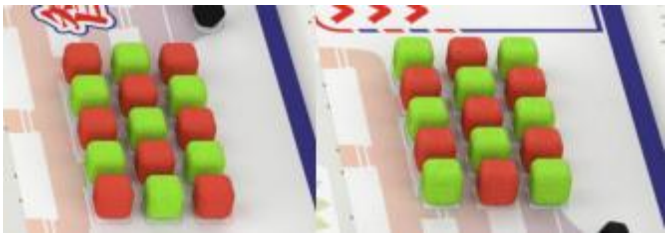

图 5 两个种子装载区及其上放置的种子模型示意图
2.种子装载区：每个基础场地有两个种子装载区，共放置红色丹稷和绿色青麦种子模型各 15 个（正方体，边长约 50mm，约 18g/个，布面材质）。如图 5 所示